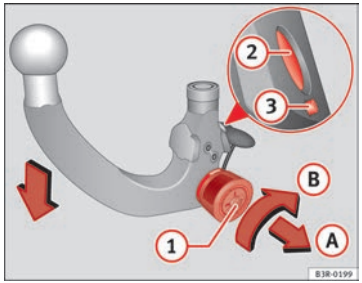

Fig. 166 Removable towing bracket: Setting the spring mechanism to the "ready" position
– Insert the key (1) ⇒ fig. 166 in the lock on the knob and turn it towards the red marking.
– Pull out the knob in direction (A), hold and turn in direction (B) until the locking pin (2) engages and the release pin (3) moves out visibly ⇒ ⚠.